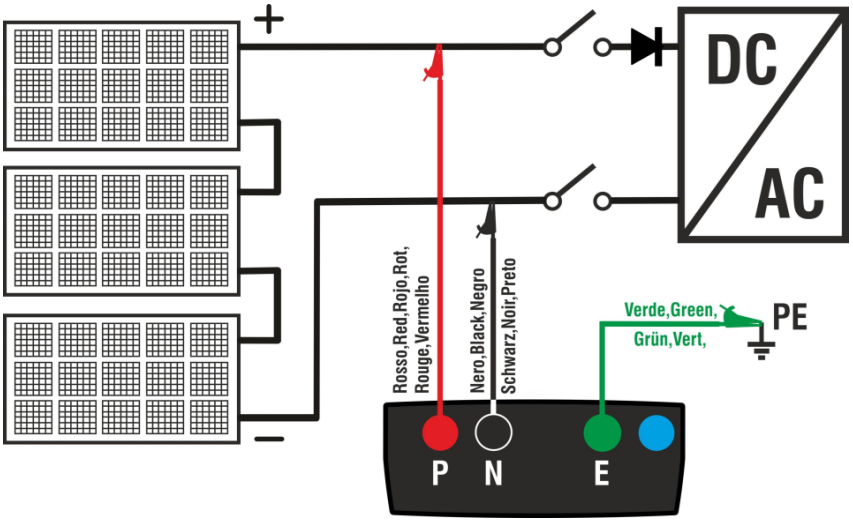

Fig. 6: Collegamento strumento per misura di isolamento in modo DUAL
6. Collegare lo strumento alla stringa FV in prova come mostrato in Fig. 6. **La prova può essere eseguita anche su più stringhe in parallelo fra loro. Si ricorda che occorre sezionare anche eventuali scaricatori connessi ai cavi della stringa/stringhe e che è consigliabile eseguire la misura a monte di eventuali diodi di blocco**